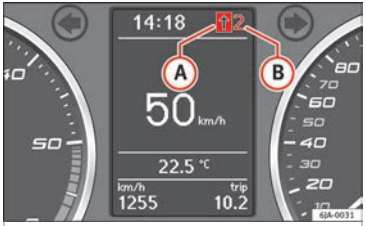

Fig. 25 Recommended gear display.
The general instrument panel display indicates the engaged gear (A) ››› Fig. 25.